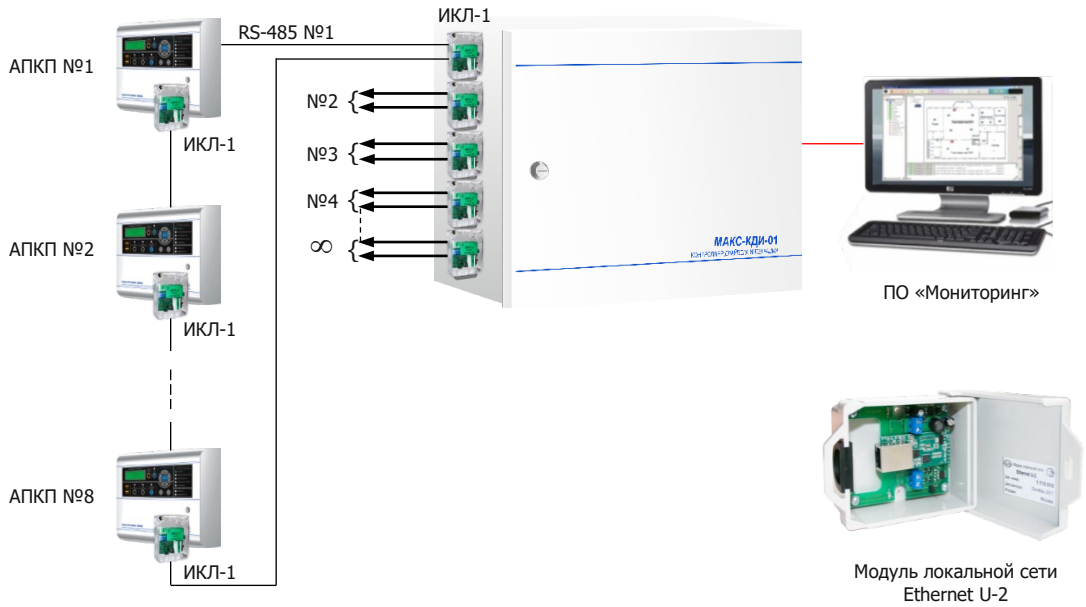

Рис.6. Построение сети для управления устройствами пожарной автоматики с помощью контроллера драйвера интеграции МАКС-КДИ.
3.4.1. При необходимости объединения в сеть АПКП числом более восьми это можно сделать с помощью контроллера МАКС-КДИ с установленной в нем программой «Мониторинг» (рис.6). Контроллер имеет сертификат пожарной безопасности, выполнен на основе промышленного компьютера, имеет 4 входа RS-485, к каждому из которых через изолятор короткого замыкания ИКЛ-1 может быть подключена кольцевая линия связи с восемью АПКП.